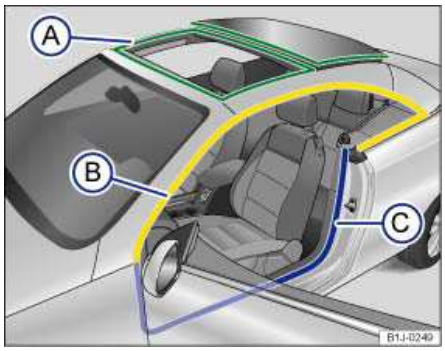

Fig. 160 Care of rubber seals: A power sunroof seals; B power window seals; C seals on the doors.
- Use a soft, lint-free cloth and a light cleaning solution to remove dust and dirt from the roof seals, shown in green ⇒fig. 160 (A).